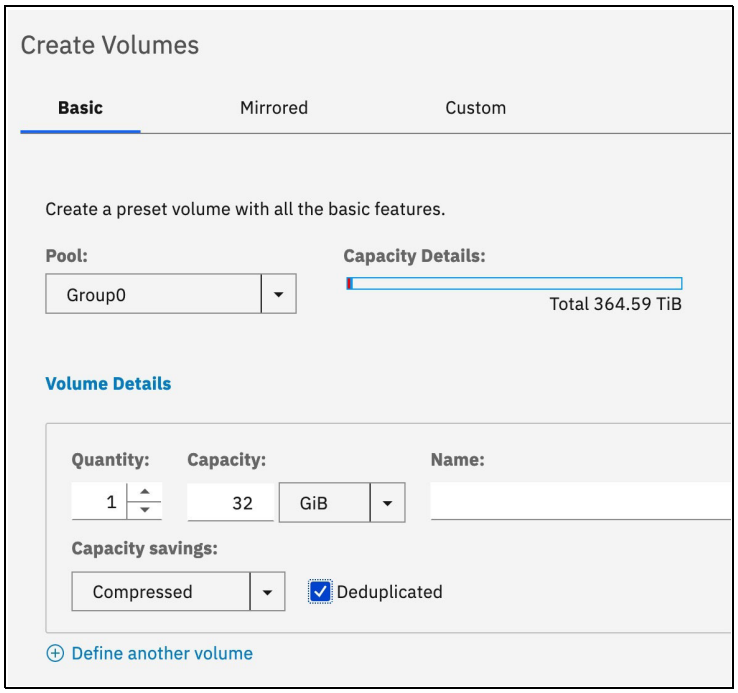

Figure 4-11 Create Volumes window
e. Click **Create and Map** (see Figure 4-11).